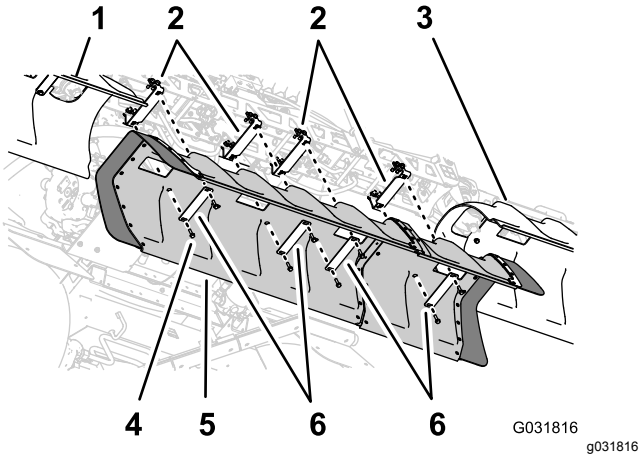

Figur 237
1. Innrett hullene i det midtre seksjonsdekslet med hullene i støttebrakettene for midtre seksjonsdeksel (Figur 237).
2. Innrett hullene i to av dekselstroppene som du fjernet i trinn 1 av 10 Fjerne dekselet til midtre seksjon (11-dyse) på det valgfrie tildekkede bomsettet (side 22) med slangen i dekslet og to av støttebrakettene (Figur 237).
4. Innrett hullene i de to dekselstroppene (Toro-delenr. 120-0629) med de fire gjenværende hullene i dekslet og de fire gjenværende hullene i støttebrakettene (Figur 237).
5. Monter dekselstroppene og dekslet til støttebrakettene (Figur 237) med de fire flenshodeboltene (5/16 x 1-1/4 tomme – Toro-delenr. 323-36).